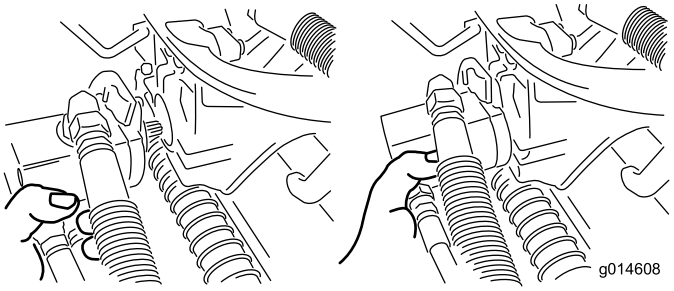

**Figuur 34**
3. Zet de motor in de opbergruimte op de voorkant van de ophangarm (Figuur 34).